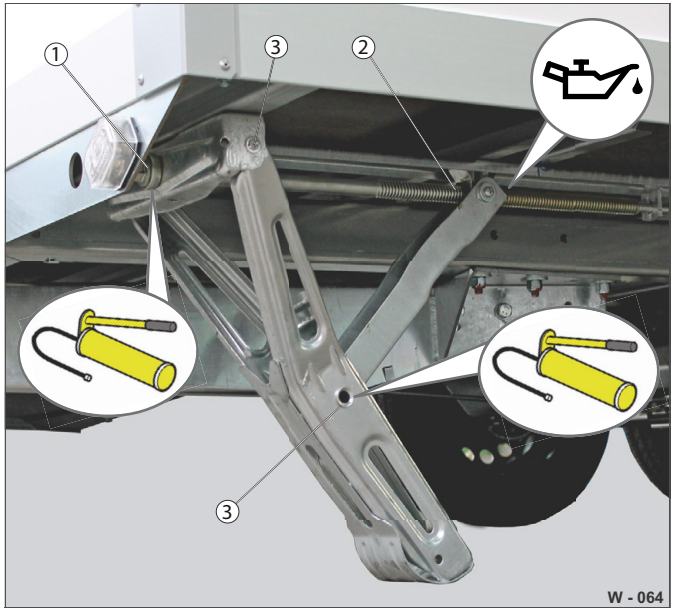

Abb. 60 Vytáčecí podpěry: Mazací místa
Otevřená vřetena (Abb. 60/2) se nesmí mazat mazivem! Mazivo při nízkých teplotách tuhne – možná porucha funkce.
▶ Nakapejte trošku oleje na strojní zařízení na otevřené vřeteno (Abb. 60/2).
▶ Namažte ložisko na čtyřhranu (Abb. 60/1) a ložisko (Abb. 60/3) z vnější strany.